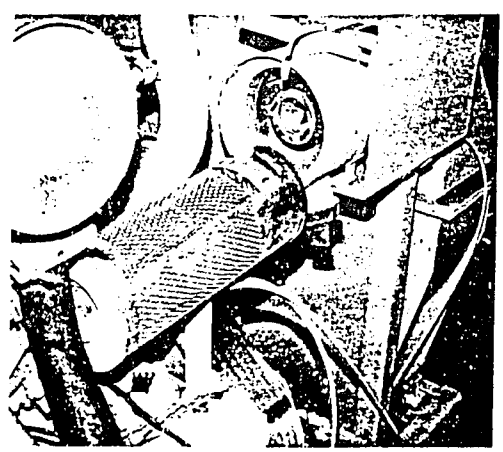

Fig. 9
1. Take out element (Fig. 9) and tap gently against the palm of your hand to remove the loose dirt and dust.